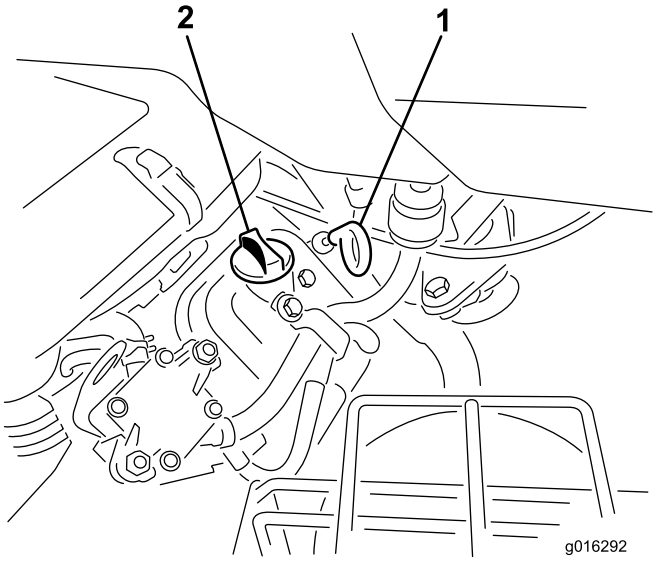

Figuur 27
2. Verwijder de peilstok en veeg deze af met een schone doek. Draai de peilstok in de buis. Let erop dat de peilstok volledig in de buis schuift (Figuur 27).